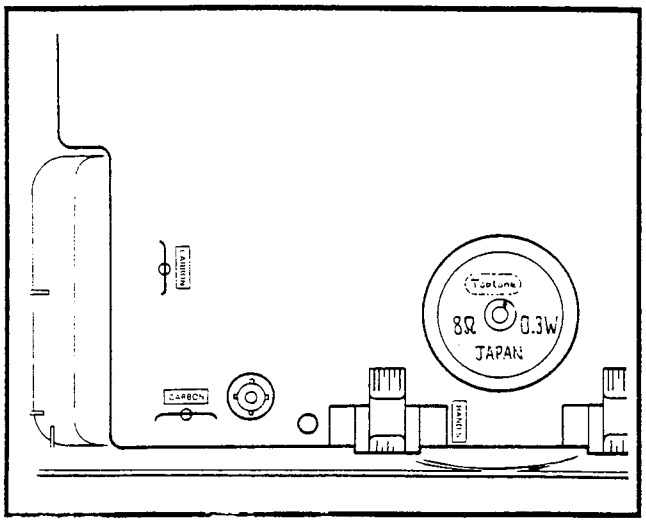

FIGURE 24—CARBON HANDSET MODIFICATION
2) On the exposed PCB, cut jumpers marked "CARBON" (see Figure 24).
Figure 24 shows the locations of the carbon resistors for both handsfree answerback (HFU) and speakerphone (SPF) EKTs.